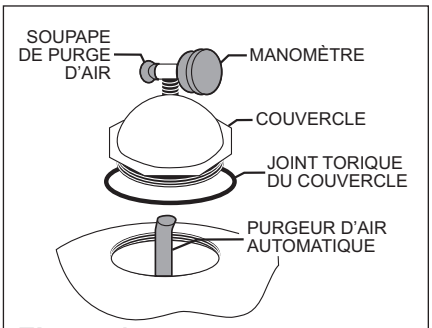

Figure 1
10. Vérifiez que le purgeur d'air automatique dépasse dans le centre du couvercle, comme montré dans **Figure 1**.
12. Installez le manomètre et la valve de purge d'air sur le couvercle. Référez-vous à **Figure 1**.